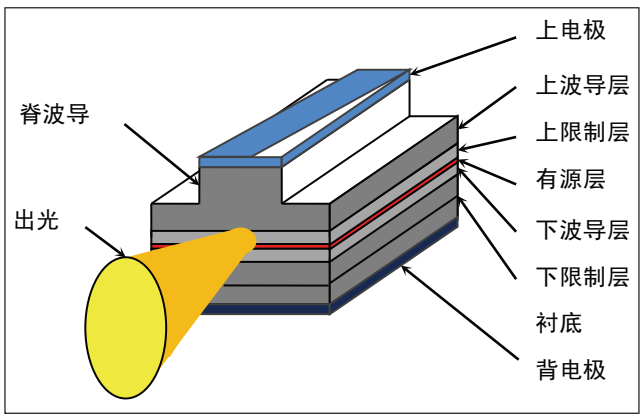

图1：半导体激光器的结构图。
半导体激光器是半导体光电转换器件。如图 1 所示，半导体激光器由多层材料构成。自下而上包括背电极、衬底、下光限制层、下波导层、有源层、上波导层、上限制层、上电极。不同层由不同的外延材料组成。如此层状结构是为了达到：(1) 载流子（电子、空穴）的注入复合发光；(2) 光子横向限制，形成光波导的目的。外延完成的层状结构要经过刻蚀工艺形成脊波导，在脊波导上制备接触电极。如此脊波导的目的是：(1) 限制电流侧向扩散，(2) 形成光子的侧向波导。